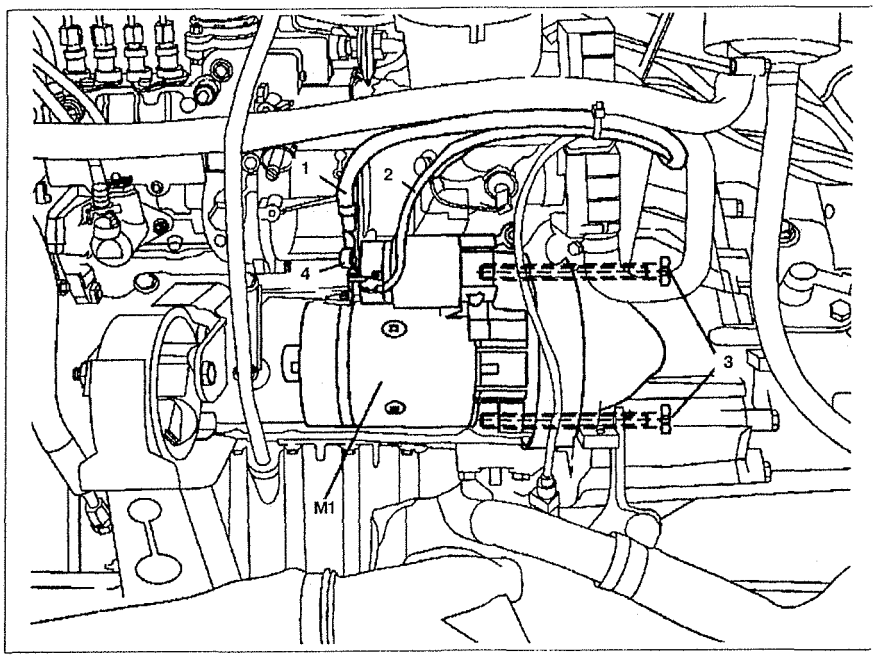

Рис. 4.80. Стартер:
3. Снимите защиту **4** контакта (см.рис.4.80).